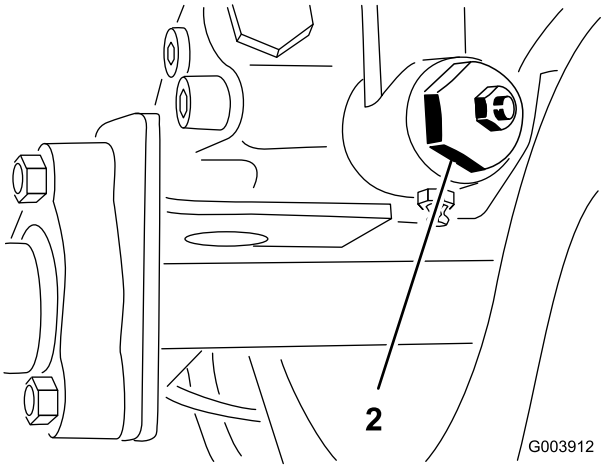

**Figuur 61**
3. Draai de borgmoer op de afstelnok van de tractie, rechts van de hydrostaat, los (Figuur 61).